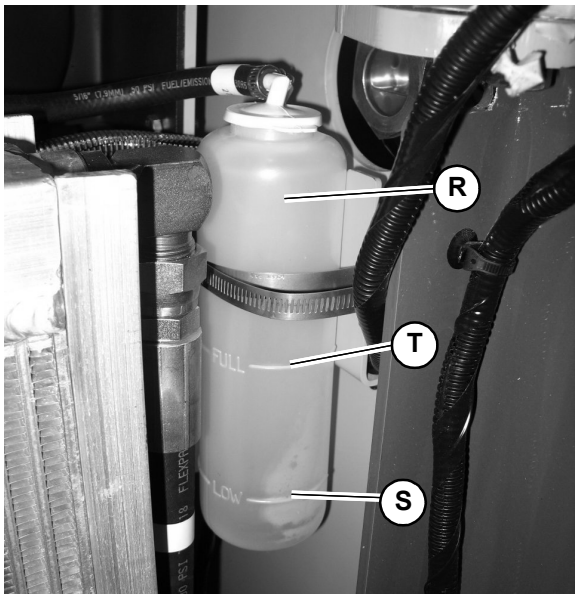

Fig. 90 – Coolant Expansion Reservoir
5. Check the coolant level in the expansion reservoir (R, Fig. 90). Coolant level must be between the "FULL" (T) and "ADD" (S) marks on the expansion reservoir. Add coolant to the expansion reservoir as required.